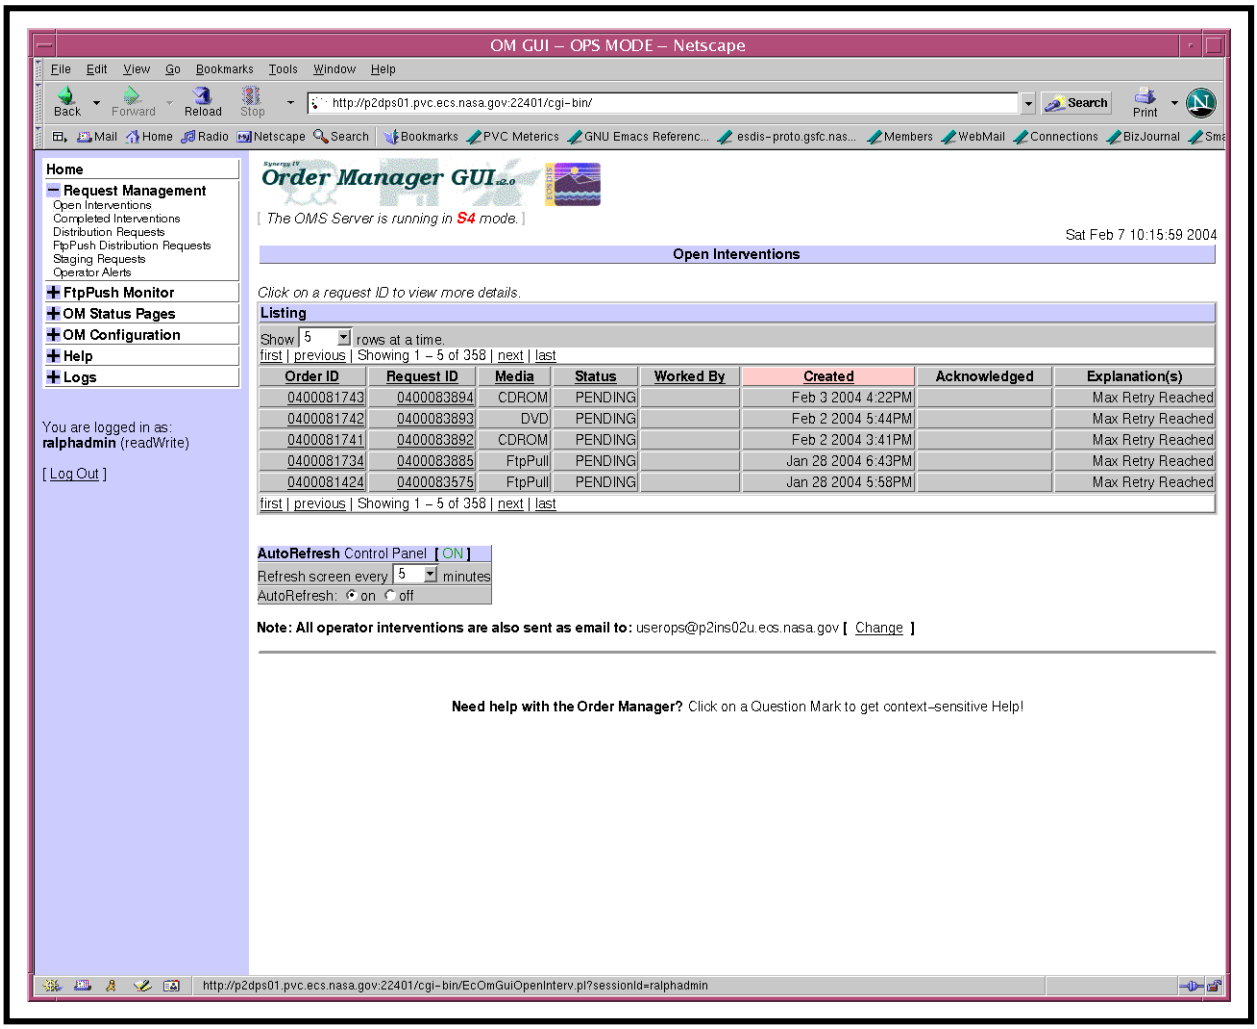

Figure 24. Open Interventions Page
The **Open Interventions** page (Figure 24) provides the full-capability operator with a means of viewing and responding to open interventions. (The limited-capability operator can view but cannot work on (respond to) open interventions.)
- The **Open Interventions** page (Figure 24) is displayed.